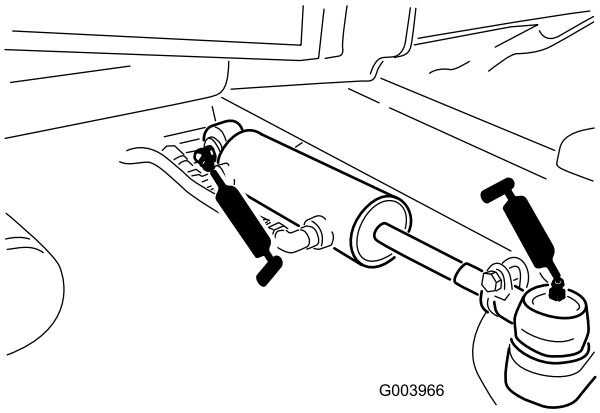

**Figur 49**
- Kulleder för styrcylindern (2) (Figur 49)